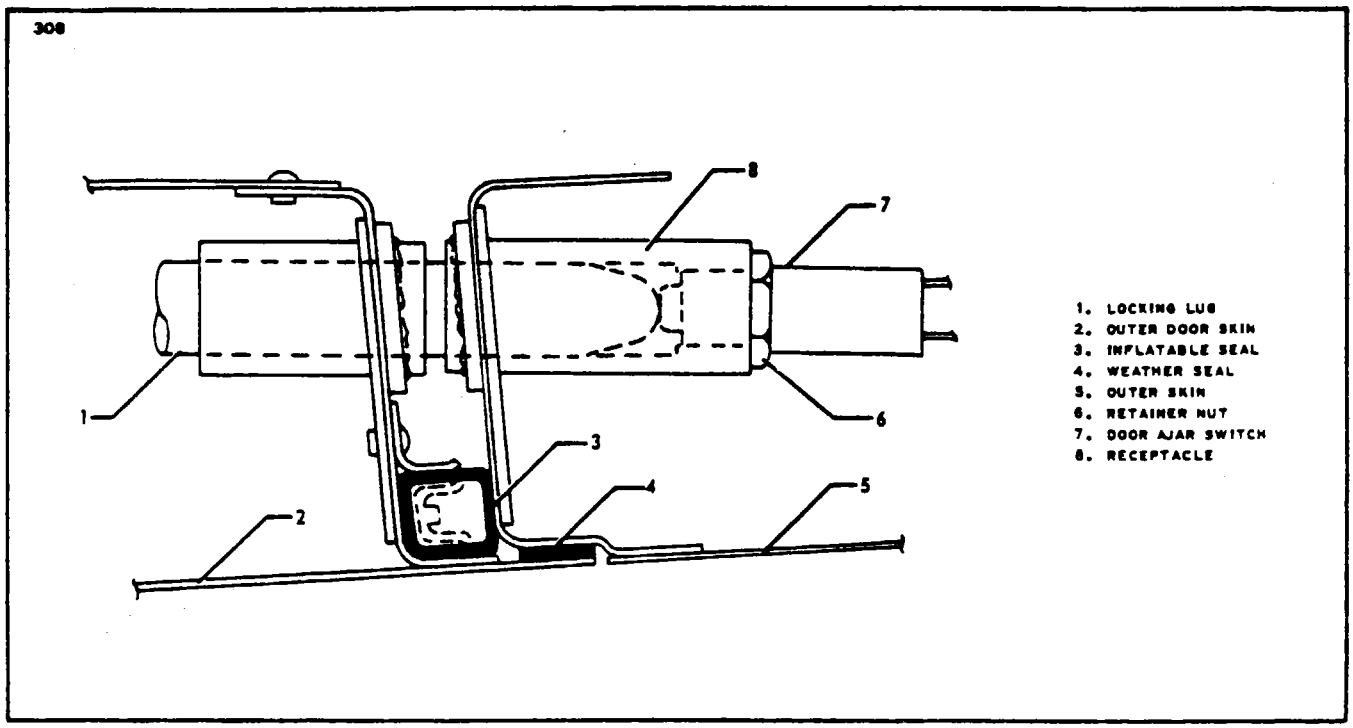

Figure 11-19. Door Ajar Switch
11-104. DESCRIPTION. (Refer to Figure 11-19 and Sections XV, XVA - Electrical Schematics.) There are seven switches wired in parallel located in the cabin door channel; three on each side and one on top. These switches are adjusted to sense the insertion of the door plungers in their receptacles in the locked position. If any one of the switches is out of adjustment, and the circuit is completed, the cabin door ajar light will stay on. The lower forward switch is a two pole switch. The purpose of these switches is to independently provide ground to the warning light assembly should any one of the locking pins not engage properly. In addition to these mechanically operated switches, there is also a pressure operated switch located in the line leading to the door seal from the accumulator tank. This also will trigger the cabin door ajar light when the pressure in the door seal falls below 12 psig. (Refer to Section XIII or XIIIA, paragraph titled Door Seal System.) On all 1981 models and up, only one (1) door ajar indicator switch is used.